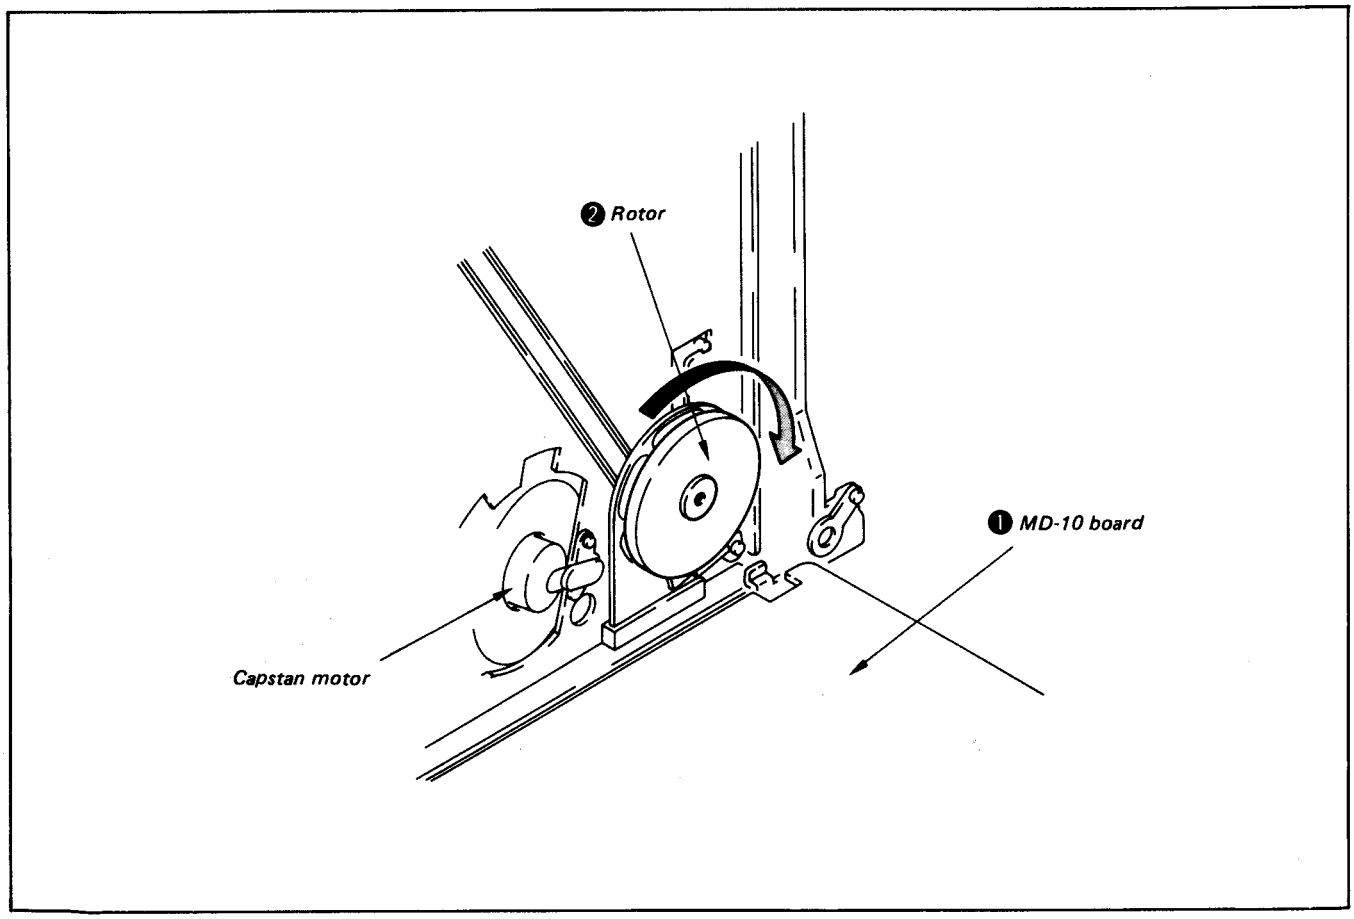

Fig. 2-3
4) Open MD-10 board ❶, and wind up tape into cassette by rotating the rotor ❷ in the direction of arrow. (See Fig. 2-3)